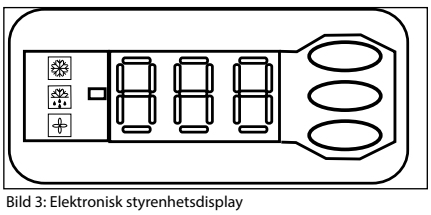

Bild 3: Elektronisk styrenhetsdisplay
- Den elektroniska styrenheten visar temperaturvärdet för sugtrycket i °C som standard. Om du vill visa temperaturvärdet för kondenseringstrycket trycker du på den nedre knappen (bild 3).